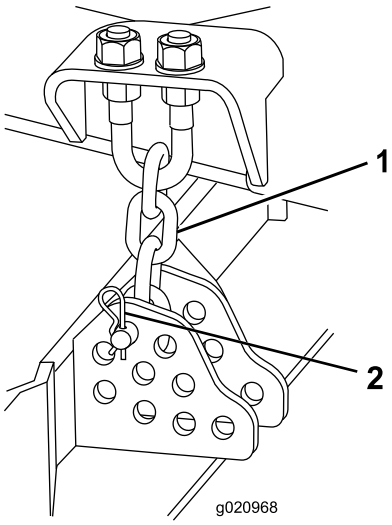

Figur 19
5. Ta bort den hårnålssprint och sprintbult som håller fast klipphöjdskedjorna på klippenhetens bakre del (Figur 19).